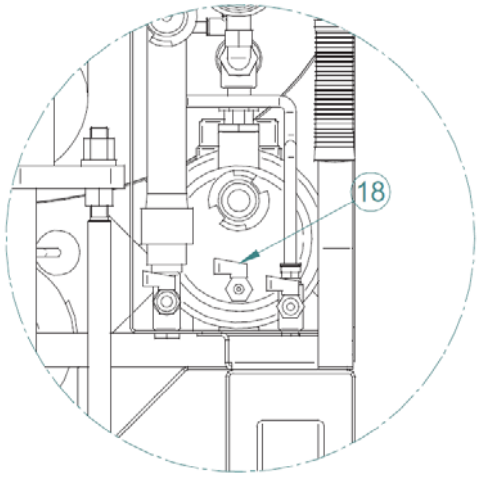

FIG. 18
Si existe la posibilidad de que hiele, abrir las tres llaves (ref. 18) de la manera ilustrada en la fig. 18 y vaciar totalmente el agua de la instalación hidráulica.